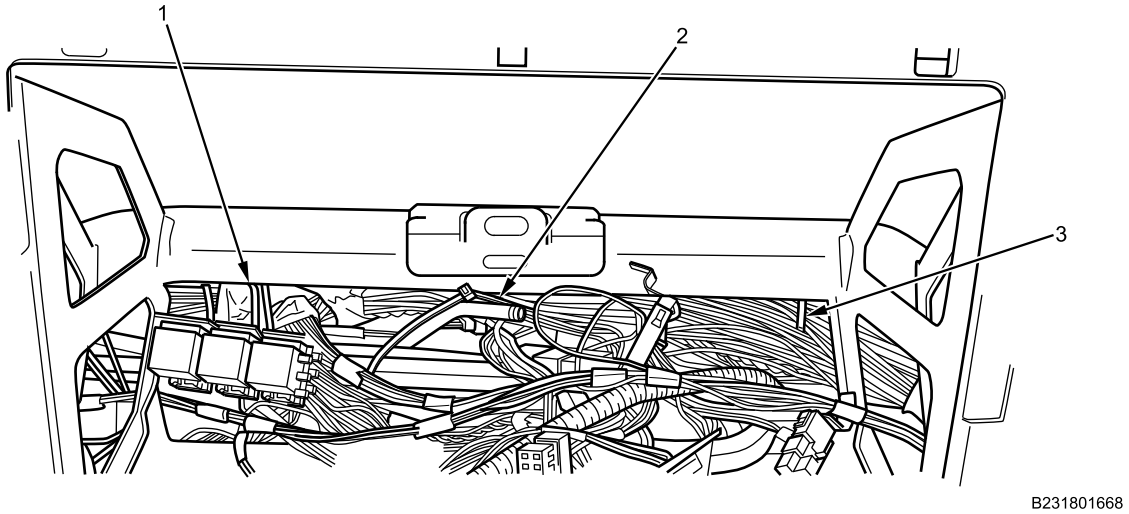

Figure 30. IP Wiring Harness Cable Lock Straps.
25. Install three new wiring harness cable lock straps (Figure 30, Item 1 through 3) on IP wiring harness bundle and IP brace cable lock strap retainers through IP center closeout opening.